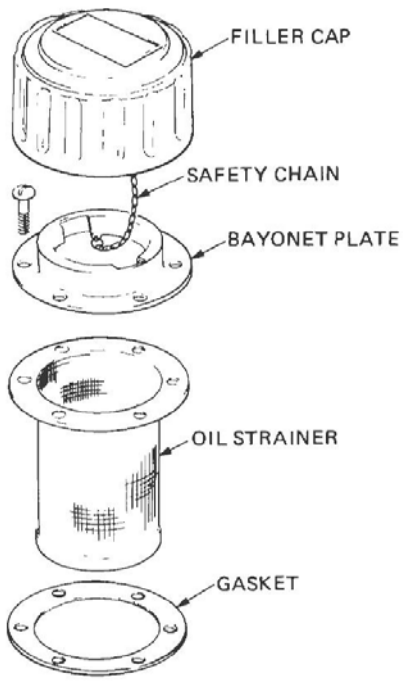

Figure 43 Filler Cap and Strainer Assembly
c. Remove the filler cap from the large screw cap, then remove the six screws and withdraw the strainer from the large screw cap and discard the gasket (Figure 43).